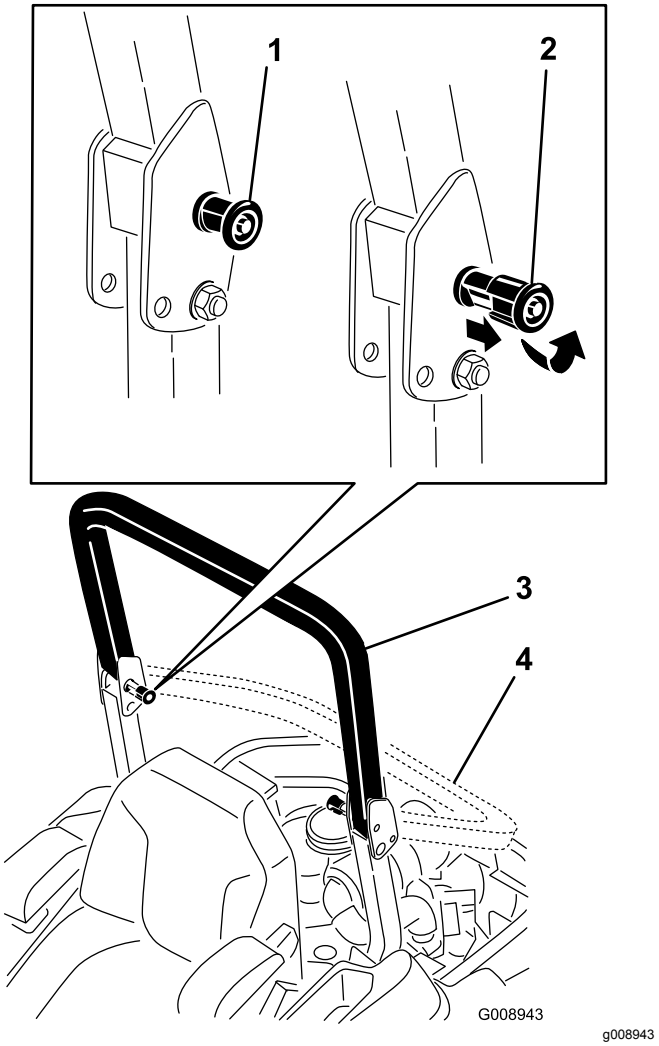

Figura 8
2. Tire de ambos pomos hacia fuera y gírelos 90° para desengranarlos (Figura 8).
3. Coloque la barra antivuelco en la posición de bajada (Figura 8).
4. Para elevar la barra antivuelco, suba la barra a la posición de uso y gire los pomos para que se introduzcan parcialmente en las ranuras (Figura 8).
encajarán en cuanto se alineen con los orificios (Figura 8).